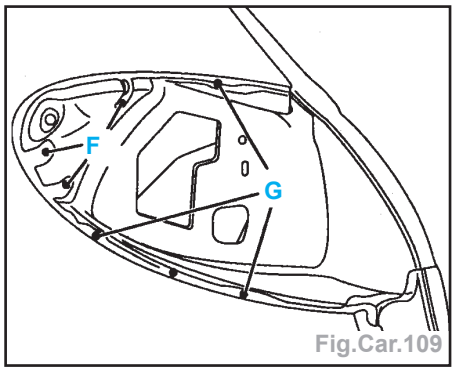

Fig.Car.109
- par points électriques (suivant **F**) (avec l'équipement AB1) (Fig.Car.109),